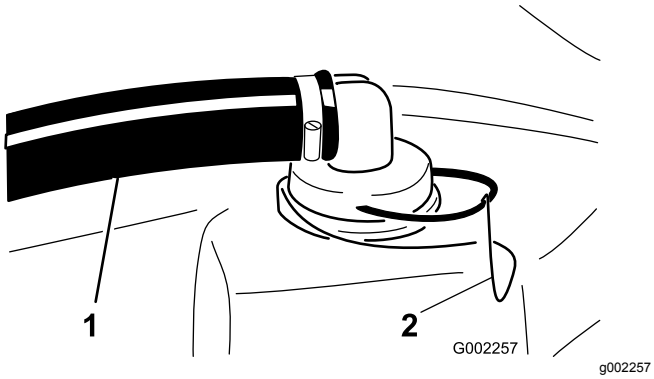

Figuur 16
2. Verwijder bovenaan de spuittank de borgclip waarmee de slangfitting bevestigd is aan de grote slang en de behuizing van de zuigkorf (Figuur 16).
3. Verwijder de slang en de slangfitting van de behuizing van de zuigkorf (Figuur 16).